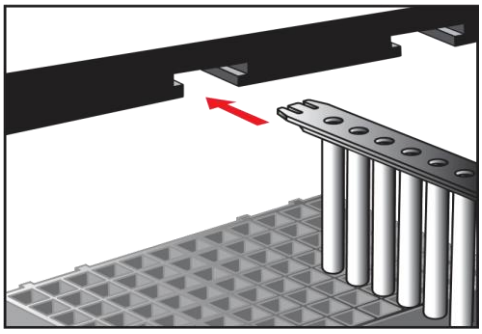

Figure 3: Inserting the rods plastic strip to its position
4. Insert Rods Plastic Strip in the Strip Holder in accordance to the tested samples plate and push it to the end (figure 3).